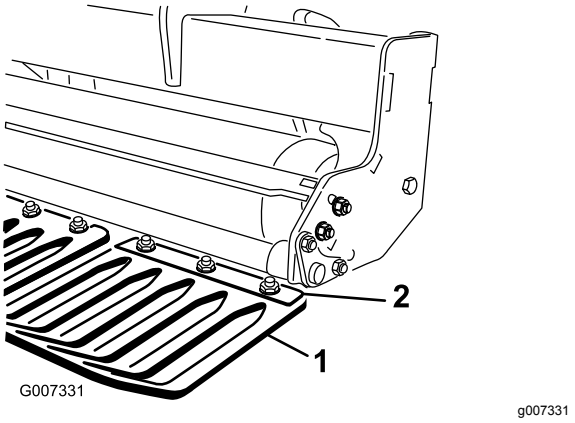

Figur 17
1. Løsn de møtrikker, som fastgør plæneafskærm-ningsklemmerne til plæneafskærmningens ramme (Figur 17).